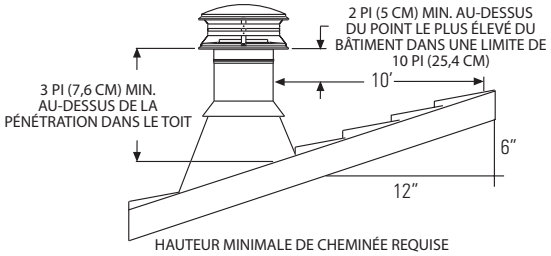

Figure 1
• Déterminez la hauteur de cheminée minimale au-dessus de la ligne du toit. Les codes du bâtiment exigent un minimum de 3 pi (7,6 cm) au-dessus de la pénétration dans le toit et au moins 2 pi (5 cm) plus haut que toute partie d'un bâtiment dans un rayon de 10 pi (25,4 cm). Voir la Figure 1. Le capuchon de sortie est installé au-dessus de ce point. Si la cheminée s'élève à plus de 5 pi (152 cm) au-dessus de la pénétration dans le toit, une bride de toit est nécessaire.